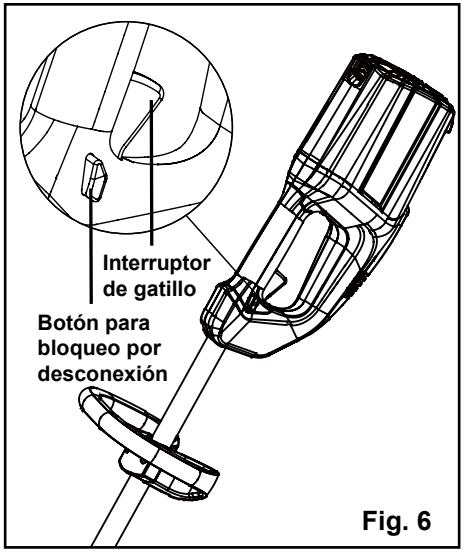

Fig. 6
- Presione y sostenga el botón para bloqueo por desconexión (Fig. 6).